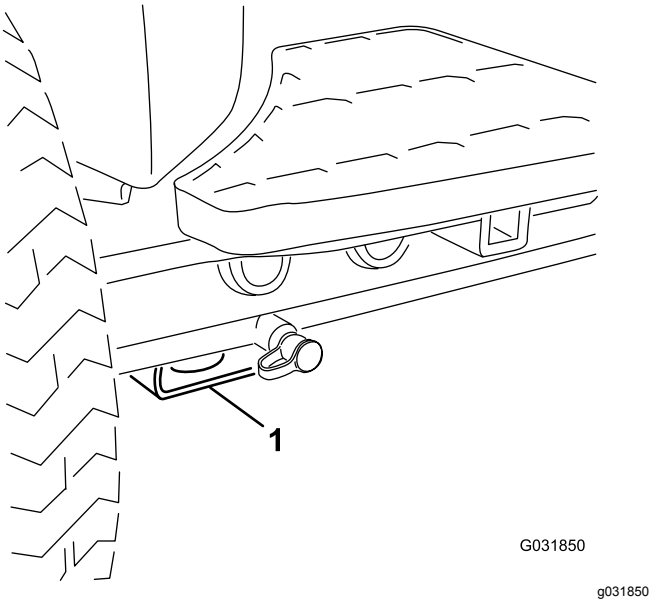

Figuur 43
- Voor – rechthoekig blok, onder de asbuis, aan de binnenzijde van beide voorwielen (Figuur 43).